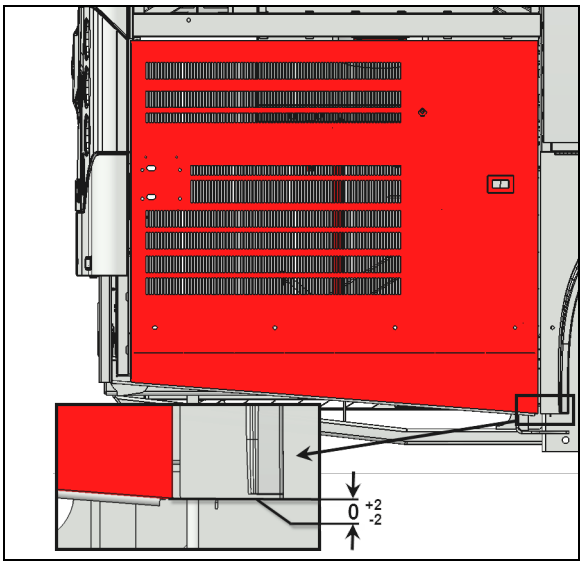
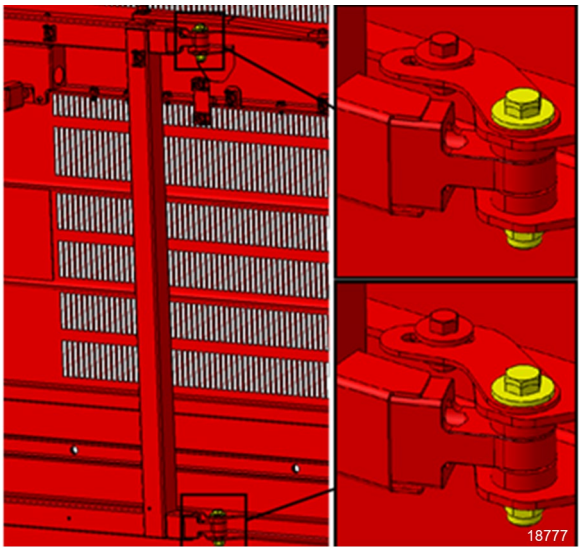

FIGURE 55
FIGURE 56
4. If the vertical position is out of tolerance, release the locking plate (Figure 56) and rotate the door using the adjustment provided on the inner side of the door, at the attachment points between the arm and the door (**FIGURE 55**).